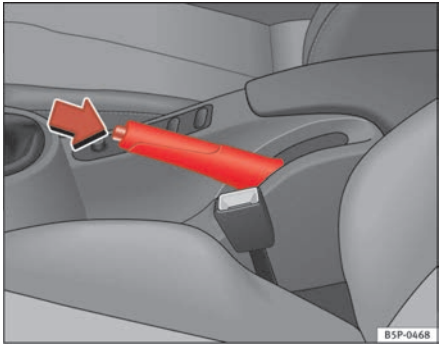

Fig. 147 Handbrake between the front seats
– Pull the handbrake lever up firmly ⇒ page 174, fig. 147.
– Pull the lever up slightly and press the release knob in the direction of the arrow ⇒ page 174, fig. 147 and guide the handbrake lever down fully ⇒ ⚠.